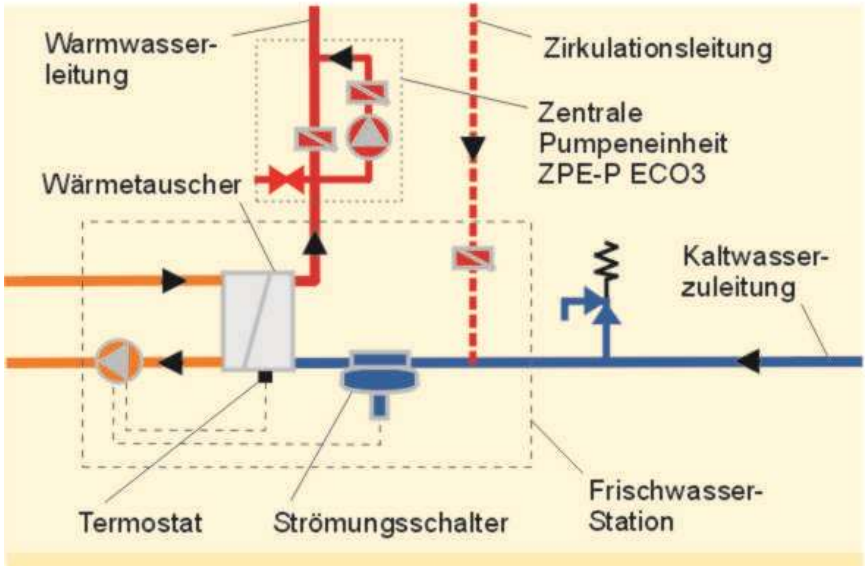

Bild 2
- Eine Kombination von Klassischer Zirkulation mit Verlängerung durch die Neue Zirkulation ist mit gemeinsamer Pumpe wie auch auf Seite 6 gezeigt, für Kleinanlagen ohne Wasserzähler im Zirkulations-kreislauf möglich (Siehe Bild 2 bzw. Seite 9)